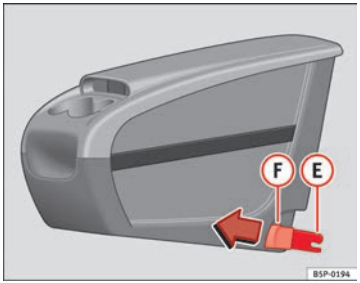
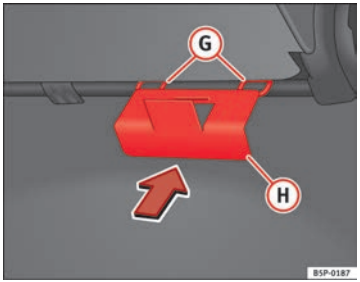

Fig. 113 Mobile storage compartment. Installation
Fig. 114 Mobile storage compartment mounting plate ▶
– Fit the mobile storage compartment mounting plate (H) ⇒ Fig. 114 from the inside of the vehicle, through the rear part of the seat. It should be fitted between the backrest and the seat, in the central seat area.
– Set both mounting pieces together (E) ⇒ Fig. 113, with both mounting rings (G) ⇒ Fig. 114 and press hard until both the clips completely connect with the rings.
– Pull each of the buttons ⇒ Fig. 113 (F) on the clips (red buttons) forwards, until they snap out of place.